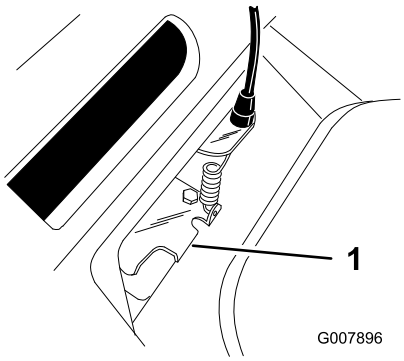

Figur 29
5. Skjut ner remstyrningstabben tills den vidrör gräsklipparen och håll den därefter på plats (Figur 29).